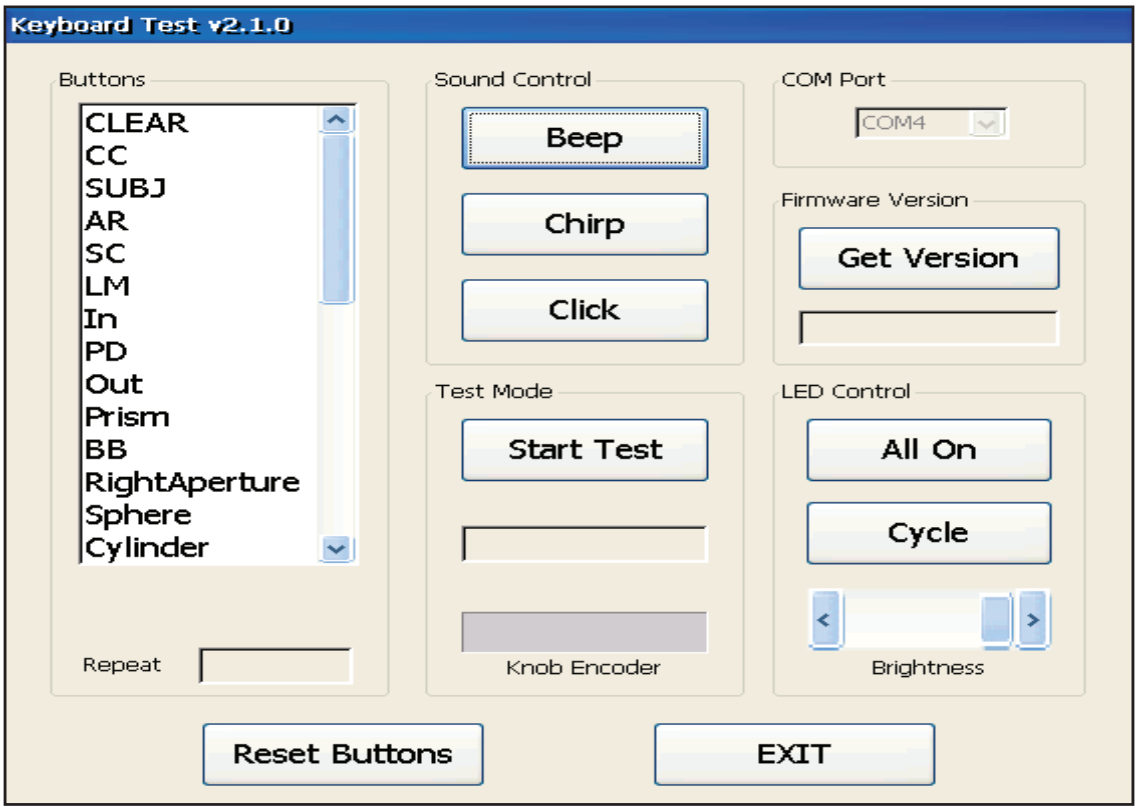

Figura IS-35, Pantalla de la Prueba del teclado
1. Elija **PRUEBA DEL TECLADO** para comenzar la prueba. Esta prueba garantiza que todos los botones del teclado funcionen correctamente. (Mire la Figura IS-35).